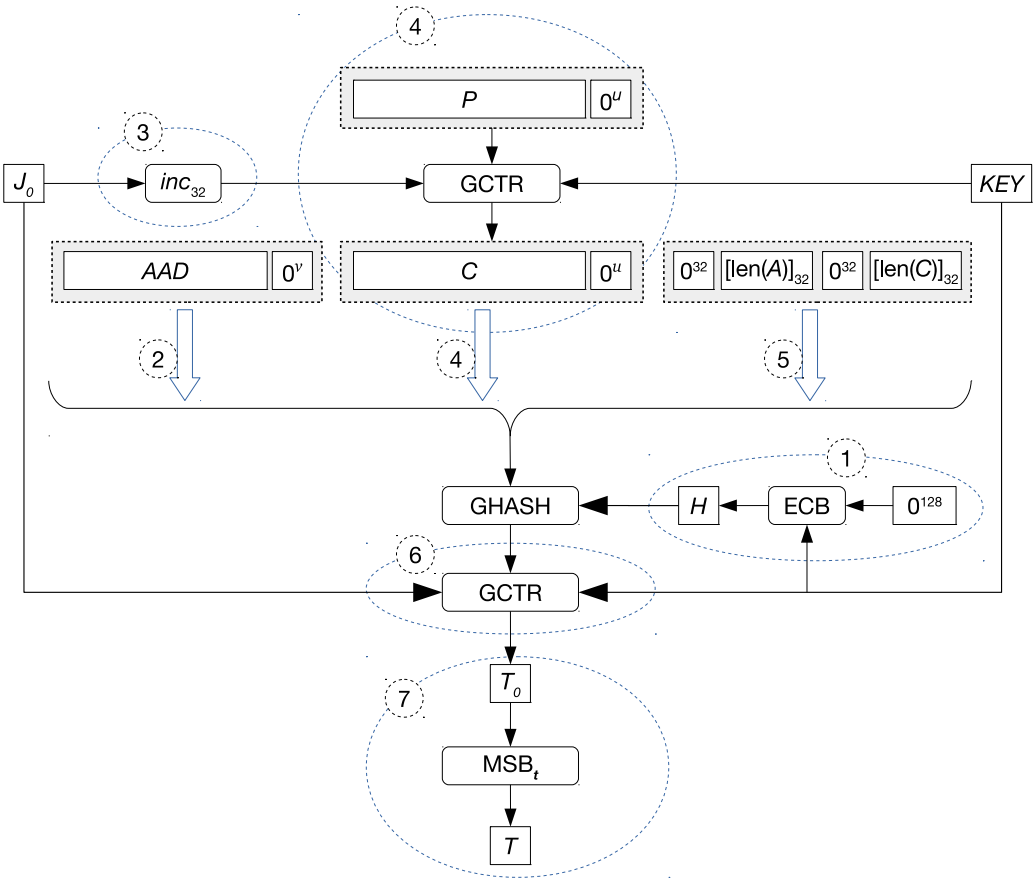

图 17-1. GCM 加密操作流程图
ESP32-S2 中 AES 加速器直接支持 GCM 算法（更多信息，请见 NIST SP 800-38D 标准）。值得注意的是，考虑到实际使用中很少会使用长度超过 $2^{32}-1$ 比特的 AAD 、C 和 P，我们在算法中将 AAD 、C 和 P 的长度限制在 $2^{32}-1$ 比特之内。图 17-1 显示了 ESP32-S2 内置 AES 加速器实现 GCM 加密算法的流程。
GCM 解密运算与 GCM 加密运算基本相同，仅有一处差别：在图 17-1 中的步骤 4 中，使用 GCTR 算法对封装后的密文做解密运算，得出明文。此处不再赘述。
在 GCM 操作中，哈希子密钥 (H) 是一个 128-bit 的值，由硬件计算求出，即图 17-1 中的步骤 1 ，对应 NIST SP 800-38D 标准中 “7 GCM Specification” 中的 “Step 1. Let H = CIPH$_K(0^{128})$ ” 描述。
在 GCM 操作中，J_0 是一个 128-bit 的值，由软件计算求出，将参与到图 17-1 中的步骤 3 和步骤 6 的计算中。具体的计算方式在 NIST SP 800-38D 标准中的 “7 GCM Specification” 章节部分有明确定义。请参阅 NIST SP 800-38D 获取更多算法标准的相关信息。
认证标签（Authenticated Tag，简称为 Tag）是 GCM 计算的最终结果之一，由软件完成计算，对应图 17-1 中的步骤 7 ，具体取值由长度参数 t ($1 <= t <= 128$) 决定：